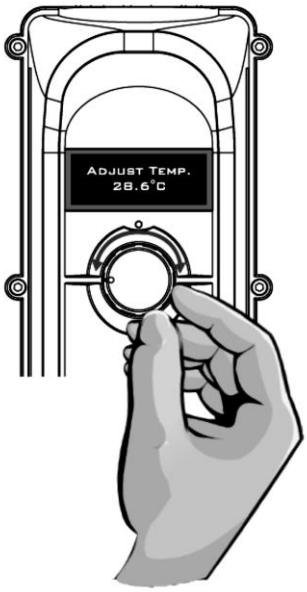

Рис. 13
Настройки можно изменить (желаемую температуру воды) в любое время, просто повернув ручку по часовой стрелке или против часовой стрелки, пока на дисплее не отобразится необходимая температура (см. Рис.13). Чтобы подтвердить изменения, нажмите кнопку регулятора (OK).